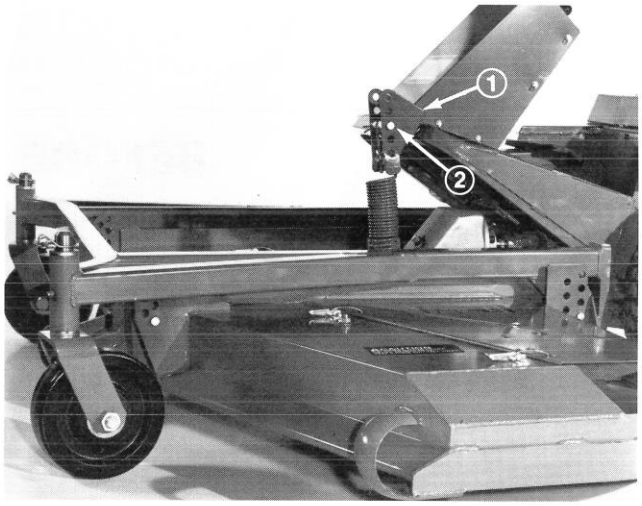

Figure 18
1. Leave the spring in the center bracket hole and operate the mower in the area it will normally be used (Fig. 18).
3. Adjust operating spring tension by lowering the clevis pin one hole lower in the bracket (Fig. 18).
4. Check the unit's performance in the turf. If the unit still raises, stop machine and repeat item 2 and 3. Repeat until unit operates satisfactorily. If cutting unit operates satisfactorily, continue normal operation.
5. If the cutting unit stays down and appears to operate acceptably during the initial operating check, it is still advisable to stop, engage parking brake, be sure traction pedal is in neutral, raise the cutting unit, stop the engine and raise the clevis pin one hole to increase spring tension (Fig. 18).
6. Check performance in the turf. If the unit still stays down on the turf, repeat item 5. Repeat until unit raises during operation, then decrease spring tension by lowering the clevis pin one hole in the bracket (Fig. 18).